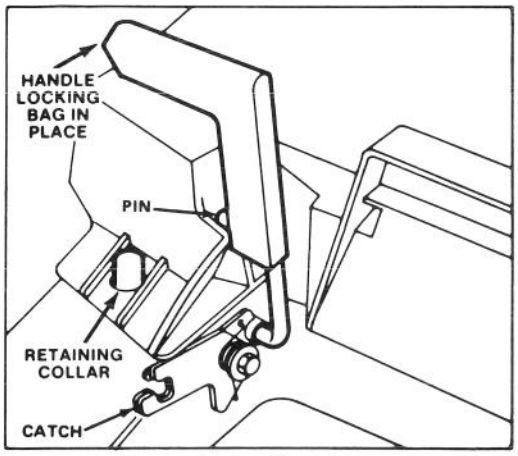

Figure 9
3. INSTALLING BAG – Slide hole in bag frame onto retaining collar on housing (Fig. 9) and set rear of bag frame onto lower handle.
4. Pull chute door handle forward until pin clears catch and move handle rearward until pin locks in bag notch (Fig. 9). Chute door in mower housing is now open. It may be necessary to push down on top right of bag door to release handle locking pin from catch.